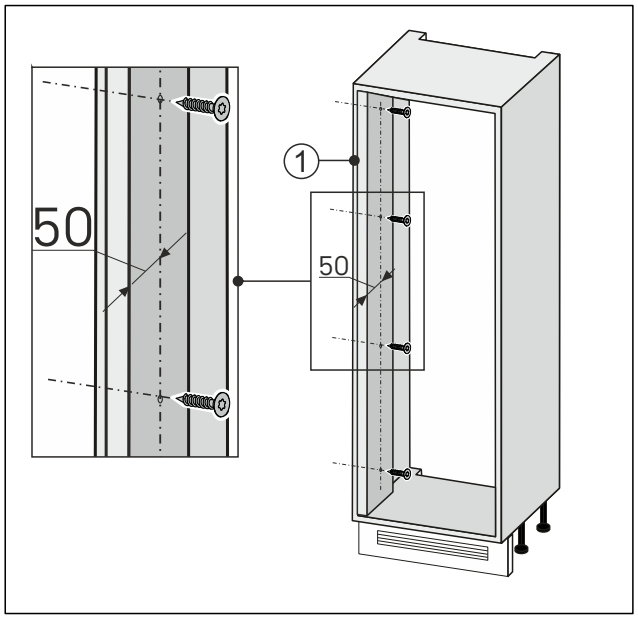

Fig. 90
▶ Înșurubați profilul de compensare a peretelui pe partea deschiderii ușii *Fig. 90 (1)* cu nișa de mobilier.